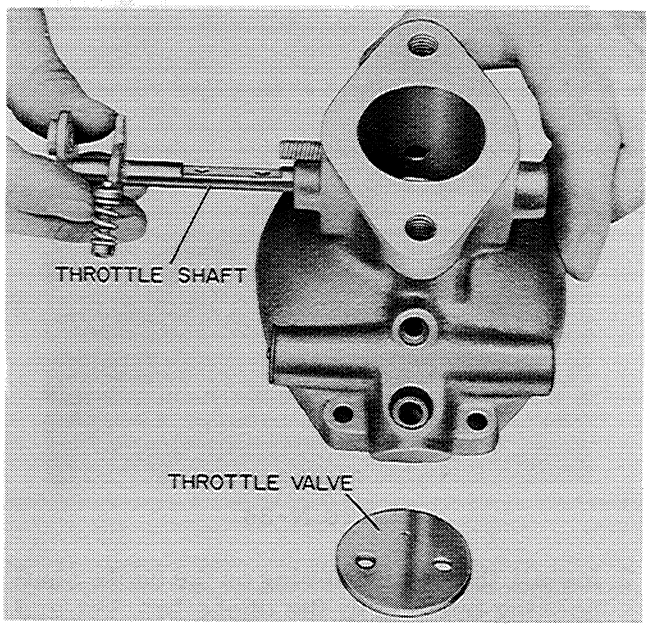

Figure N-40
7. Slide the throttle shaft into the carburetor body and install the throttle valve with the angle identification mark facing toward the flange face and also on the opposite side from the carburetor high and low speed needle adjustments, Figure N-40.